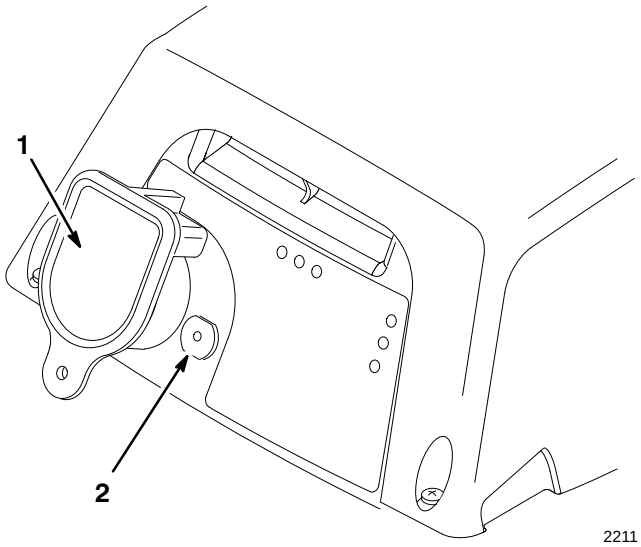

Figure 19
1. Remove key from plug receptacle (Fig. 19).
2. Wait 30 seconds to 1 minute before pushing in circuit breaker button (Fig. 19).